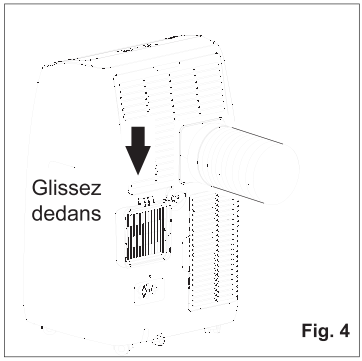

Fig. 4
3. Installez l'entrée du tuyau dans l'appareil (Fig. 4).